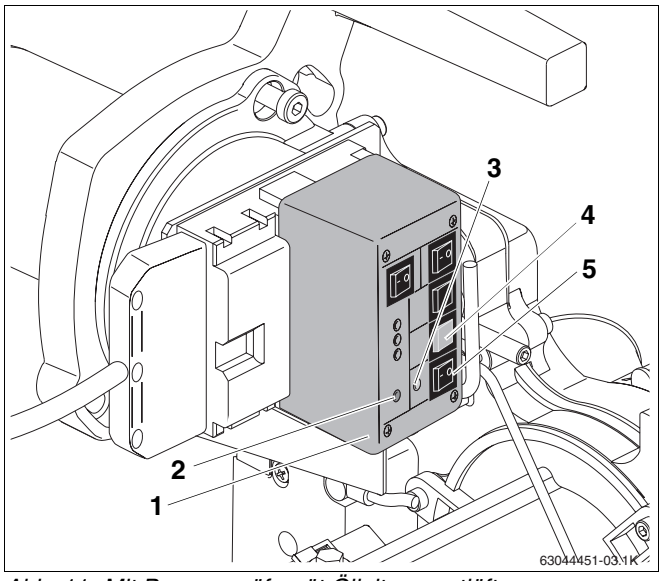

Abb. 11 Mit Brennerprüfgerät Ölleitung entlüften
– Brennerprüfgerät (Abb. 11, **Pos. 1**; Zubehör) – wenn die Ölansaugung über die am Brenner angebaute Ölpumpe erfolgen soll.
Im Folgenden wird die Entlüftung der Ölleitung mit dem Brennerprüfgerät (Abb. 11, **Pos. 1**) beschrieben.
- Brennerprüfgerät (Abb. 11, **Pos. 1**) auf den freiliegenden Sockel aufstecken.
- Betriebsschalter des Regelgerätes einschalten. Die LED (rot) leuchtet (Abb. 11, **Pos. 2**).
- Brennerprüfgerät über den Betriebsschalter (Abb. 11, **Pos. 5**) einschalten. Beide LEDs (rot und grün) leuchten (Abb. 11, **Pos. 2** und **3**).
- Schalter zur Überbrückung des Ölvorwärmers (Abb. 11, **Pos. 4**) einschalten.